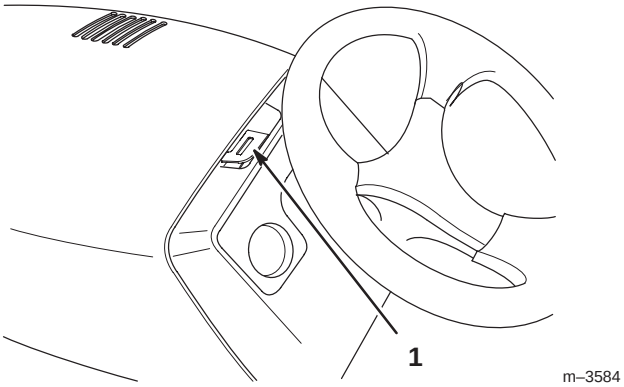

Bild 1
2. Schieben Sie den Schraubenzieher in die rechte Seite des Schlitzes, der in Bild 1 erscheint und drücken den Haubenriegel nach links.